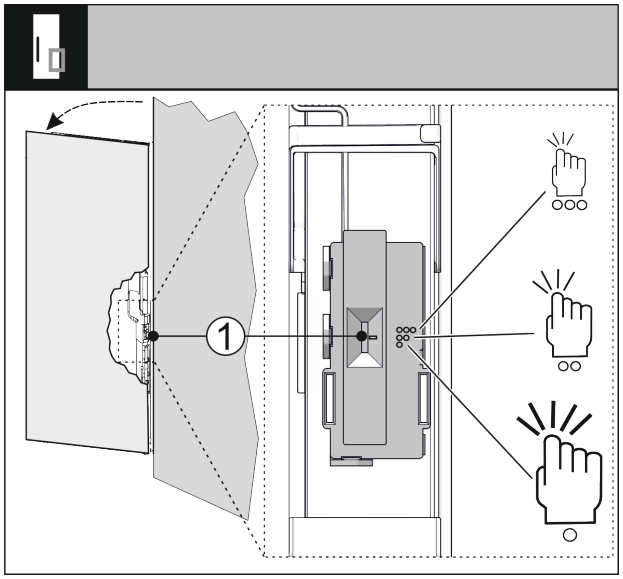

Fig. 32
Puteți seta sensibilitatea senzorului pentru ciocănit cu ajutorul unui comutator *Fig. 32 (1)*. Întrerupătorul se află pe partea balamalei, în treimea inferioară a ușii.
▶ Glisați comutatorul *Fig. 32 (1)* în poziția dorită.